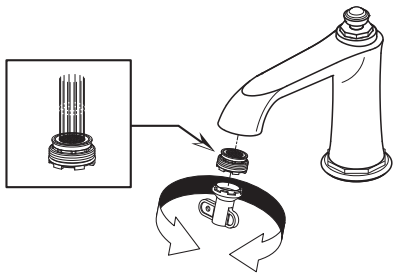

fig. 7
- Dévisser l'aérateur à l'aide de la clé d'aérateur et rincer (fig.7).
- Dévisser l'aérateur à l'aide de la clé d'aérateur et rincer (fig.7)
- *Unscrew the aerator using the aerator key and rinse (fig. 7).*